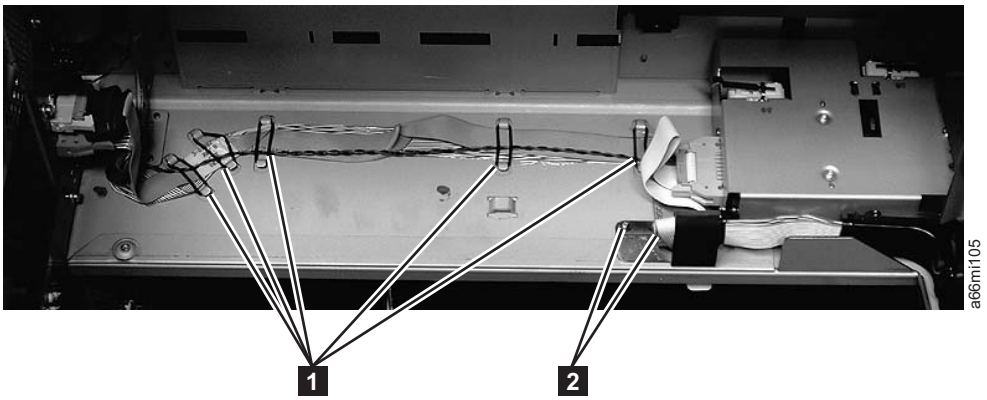

Figure 7-137. Cable assembly from the Operator Control Panel to the Backplane Connector Board
a. Remove the cable retainers (see **1** in Figure 7-137).
b. Remove the 2 screws from under the cable guide (see **2** in Figure 7-137) near the I/O Station lock assembly.